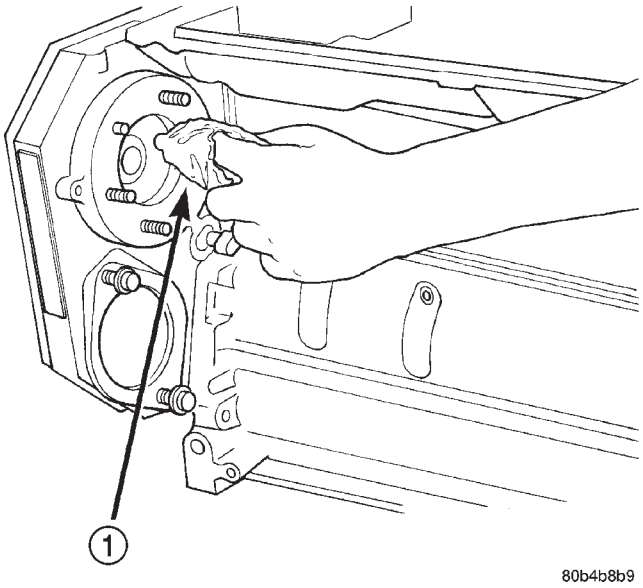

Fig. 40 Cleaning Pump Mounting Flange
(1) Inspect pump mounting surfaces at pump and mounting flange for nicks, cuts or damage. Inspect o-ring surfaces for nicks, cuts or damage.
(2) Clean injection pump mounting flange (Fig. 40) at gear housing. Also clean front of injection pump.